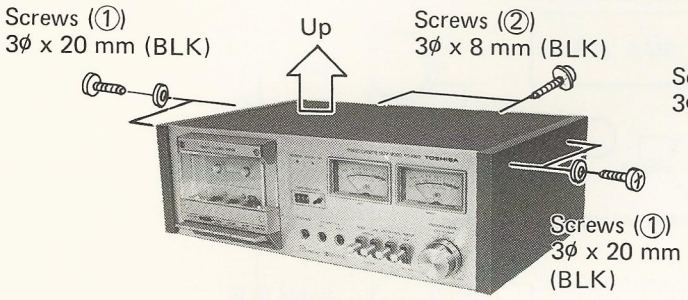

Figure 4
1. Remove 4 screws (①) and 2 screws (②). See figure 4.
1. Remove the top cover. See figures 4 and 5.